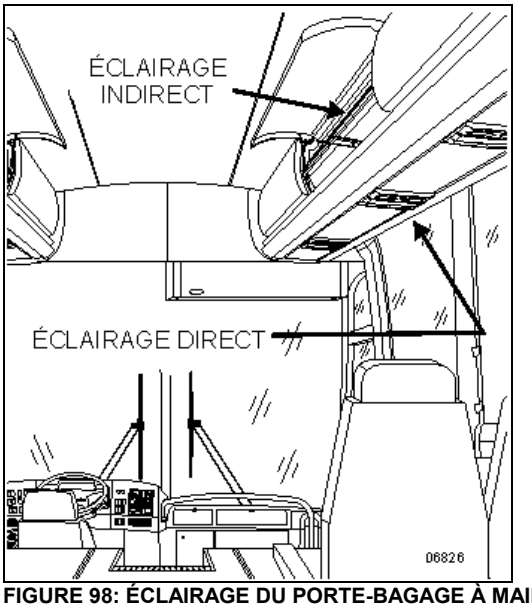

FIGURE 98: ÉCLAIRAGE DU PORTE-BAGAGE À MAIN
1. Tirer sur la lampe pour l'extraire du plafond (**FIGURE 98**).